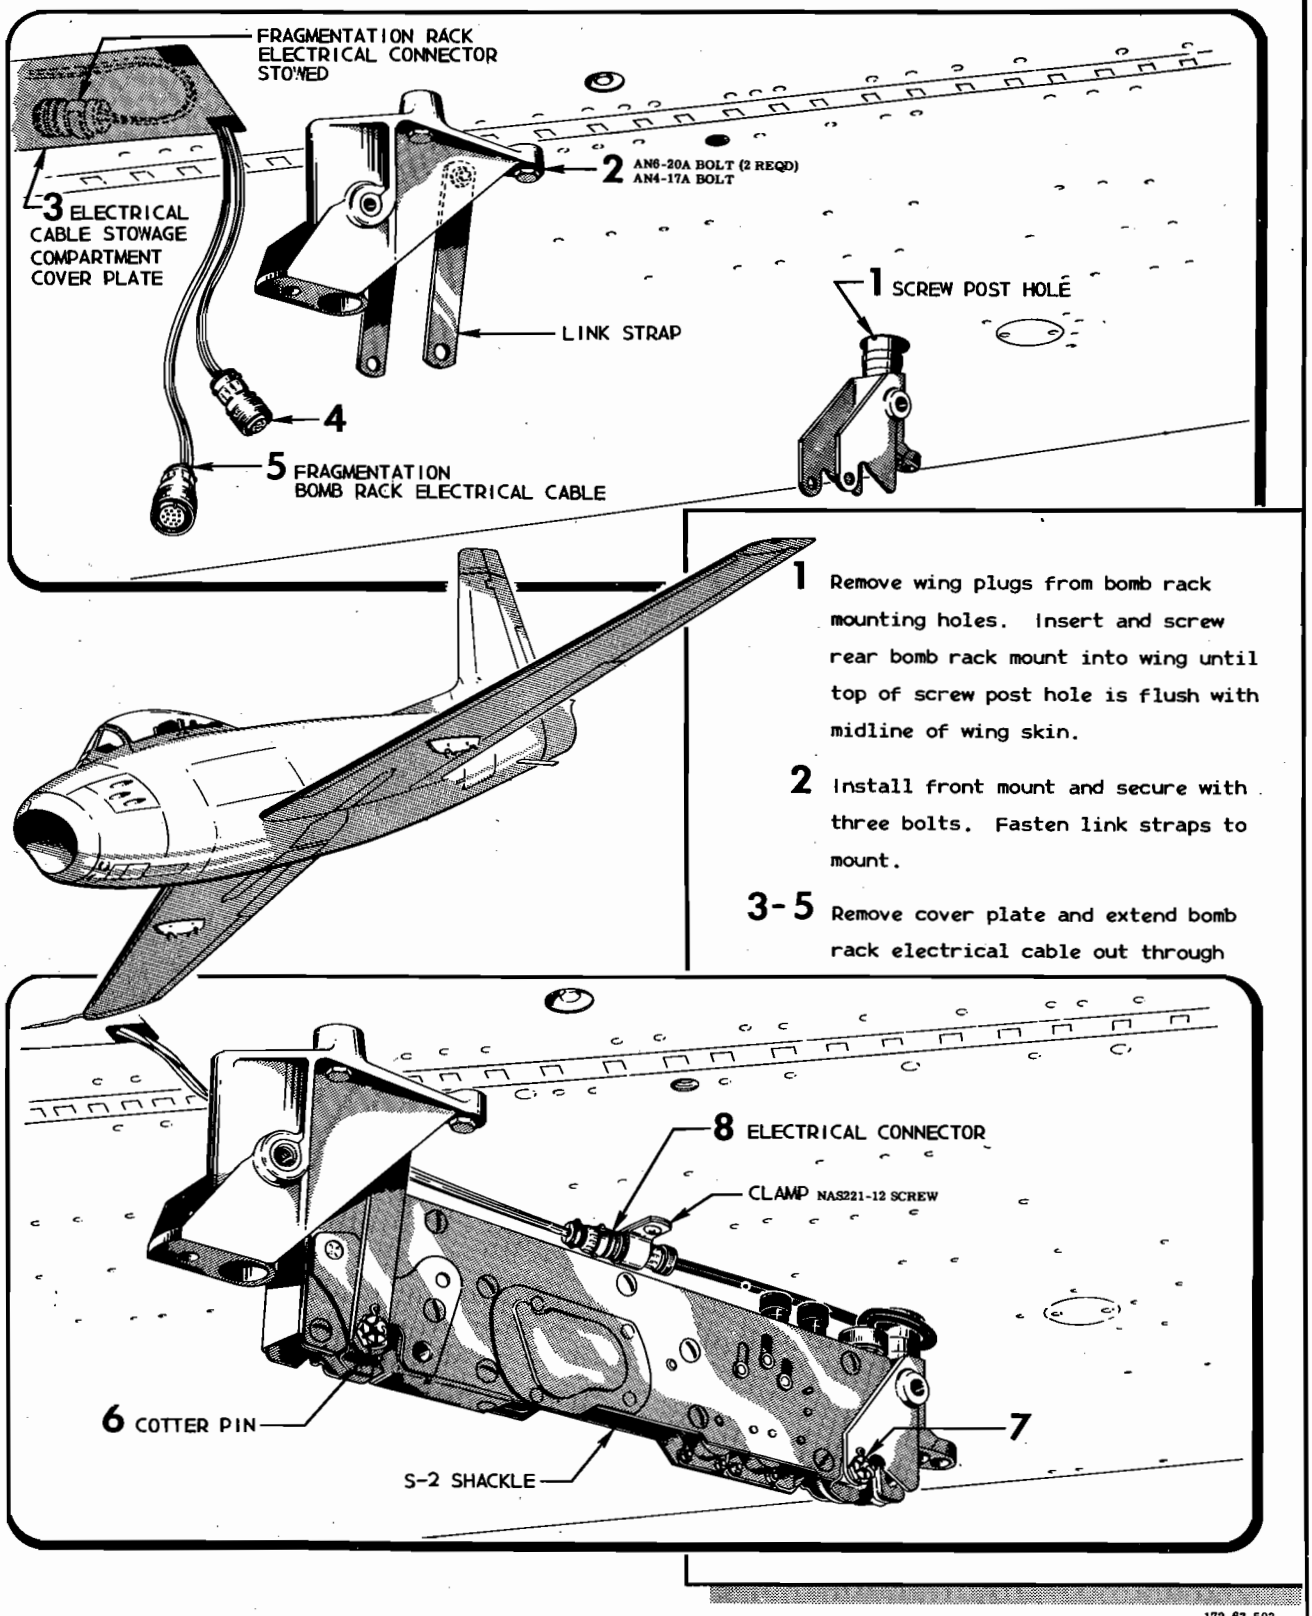

Figure 9-9. Installing Bomb Racks—F-86F-1 Through F-86F-20 Airplanes (Sheet 1 of 2)
f. Check arming wire loops to make certain that they are fully inserted above cupped section of arming slides, and that arming slides have fallen in place as far down as possible when observed relative to external slots. (See figures 9-9 and 9-10.)